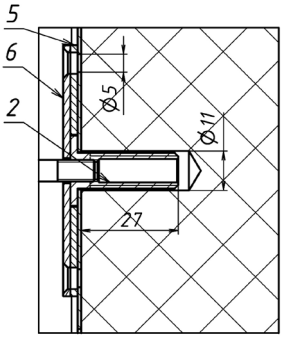

Рисунок 3
2.3 При монтаже якоря без сверления полотна двери насквозь применяют фиксатор (5) и упор (6) (рисунок 3). Для крепления упора, фиксатора,